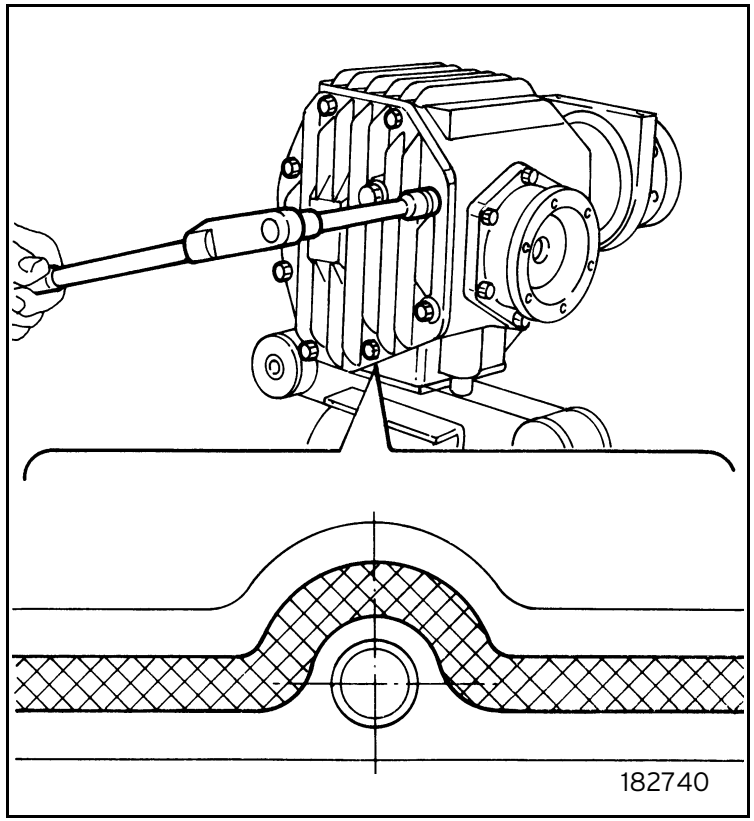

Fig. 40
- Apply Loctite 518 sealant on the union surface between box and box cover. Fit the cover fastening the screws at the specified tightening torque (figure 40):